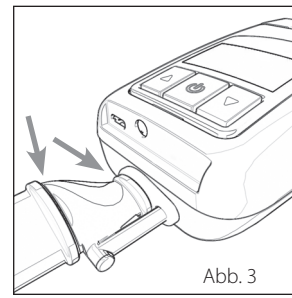

Abb. 3
3. Achten Sie darauf, dass alle Anschlüsse dicht sind und keine Luft austreten kann. (Abb. 3)